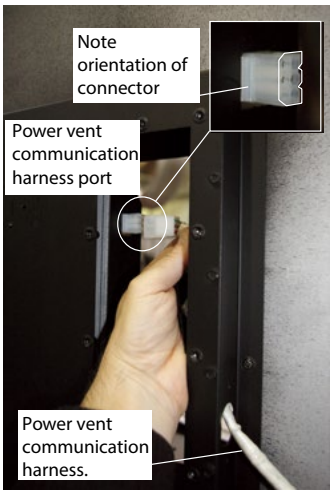

Figure 12d. Locate Power vent connections.
Step 5. Route the Power Vent Comunication conduit into the cover as shown, and connect to the communication Port, ***Figure 12d***.